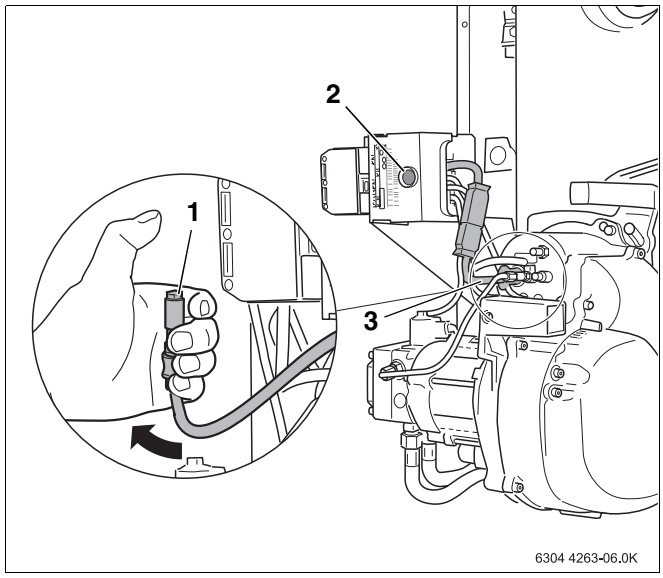

Abb. 32 Flammenfühler auf Funktion prüfen
- Flammenfühler bei laufendem Brenner am vorgesehenen Griff aus der Halterung ziehen (Abb. 32, **Pos. 3**).
- Flammenfühler gegen Licht halten (Abb. 32, **Pos. 1**). Es muss nach Wiederanlauf eine Störabschaltung erfolgen.
- Nach einer Wartezeit von ca. 30 Sekunden den Feuerungsautomaten durch Drücken des Entstörtasters (Abb. 32, **Pos. 2**) entriegeln.